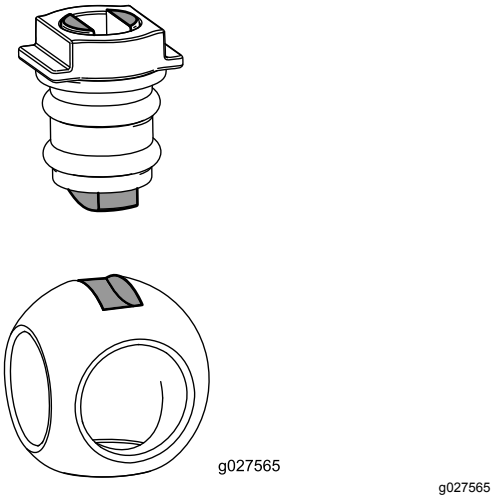

Figur 110
6. Sett kulen inn i ventilkroppen (Figur 110).
Merk: Ventilstammen skal passe i kuledrivhakket. Hvis ventilstammen ikke passer, må du bevege på kulen (Figur 110).